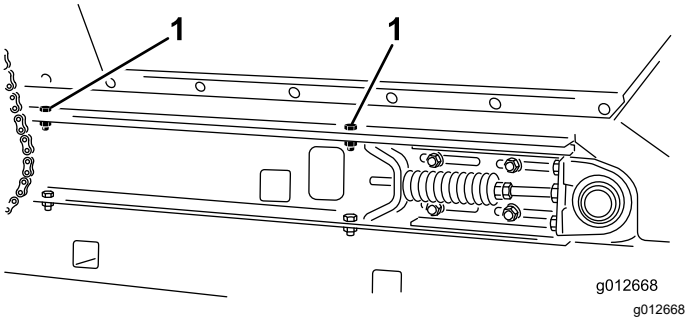

**Figuur 37**
4. Bevestig de hopper aan de glijframerails aan elke kant van de machine (Figuur 37); gebruik hierbij de 2 inbusbouten, 2 ringen en 2 borgmoeren die u hebt verwijderd in De glijband demonteren (bladz. 24).